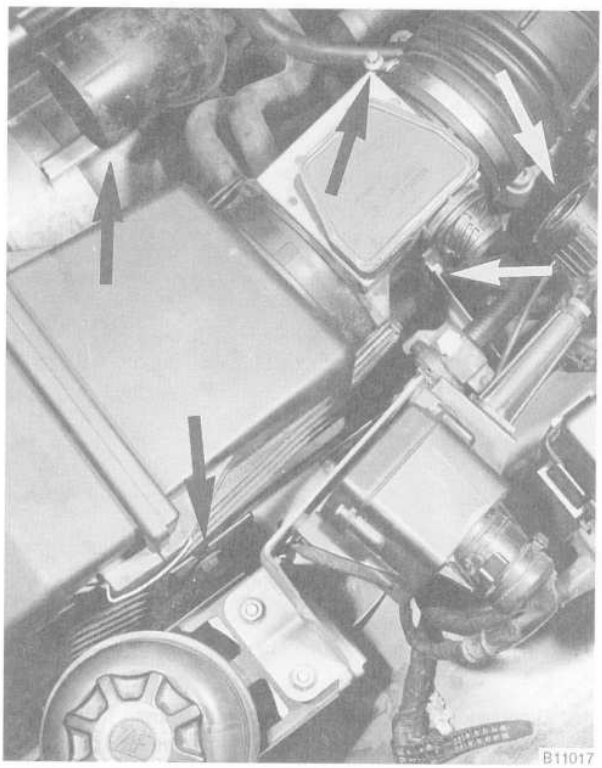

Fig. 11. Alternator cooling air duct, air mass sensor connector, air duct hose clamp, and air cleaner housing mounting bolts (**arrows**).
8. Remove alternator cooling air duct. Remove air cleaner housing complete with air mass sensor from the car, disconnecting and labeling connectors, ducting and hoses as necessary. See Fig. 11.